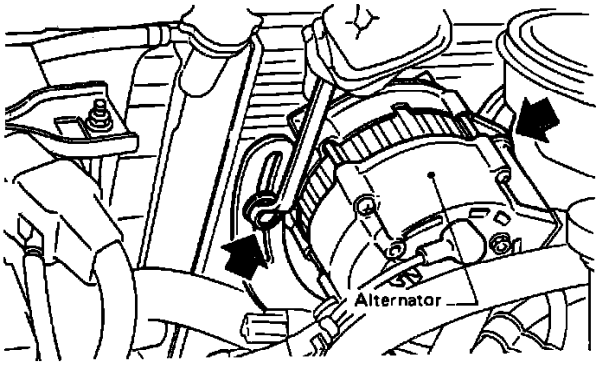

Fig. 62 Alternator Mount & Slide Bolt Location
1. Loosen alternator mount and slide bolts, **Fig. 62.**
3. Install drive belt. When proper belt tension is achieved, as specified in **Fig. 55** tighten alternator slide and mount bolts, **Fig. 62.**